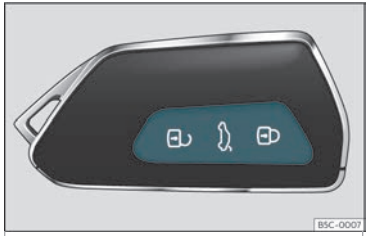

Abb. 70 Funkschlüssel: Tasten.
- Verriegeln: drücken Sie die Taste ››› Abb. 70. »